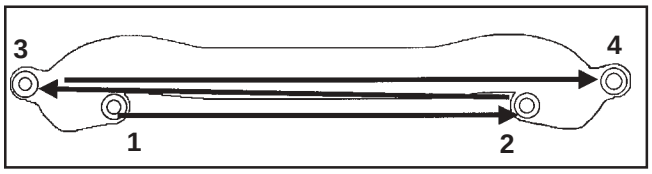

Figure 11-51. Intake Manifold Torque Sequence.
1. Install the intake manifold and new gaskets or O-Rings (plastic manifold), with wiring harness attached, to the cylinder heads. Slide any wiring harness clips onto the appropriate bolts before installing. Make sure the gaskets are in the proper orientation. Torque the four screws in two stages, first to **7.4 N·m (66 in. lb.),** then to **9.9 N·m (88 in. lb.),** using the sequence shown in Figure 11-51.